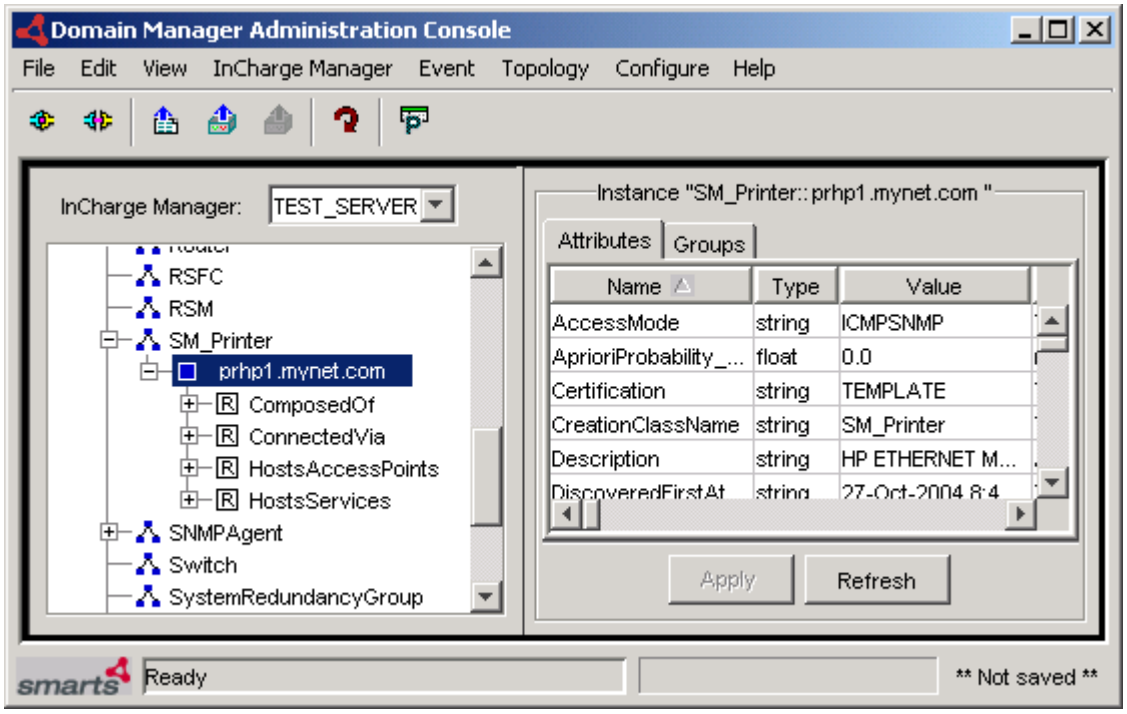

Figure 2-2 Printer discovered as an instance of SM_Printer
4. Verify that the printer has been added to the topology, as an instance of the new SM_Printer class, as shown in Figure 2-2 on page 2-7.